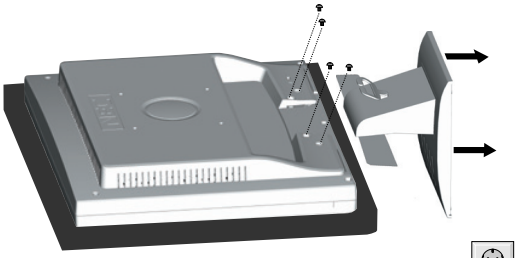

Figure R.2
3. Retirez les quatre vis fixant le moniteur à son support et enlevez l'ensemble support comme indiqué (**Figure R.2**). Le moniteur est maintenant prêt pour un montage différent.